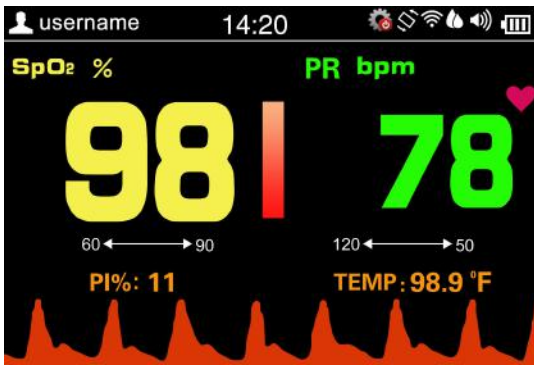

Figure 4.2B Default Display Screen---in horizontal
- During measurement, longtime pressing Auto-rotate/Up key " ", then the Auto-rotate white icon " " appears on the upper right corner of the screen, it means the auto rotation function is enabled, if you place this oximeter horizontally, then the display shows in horizontal, as shown in figure 4.2B.